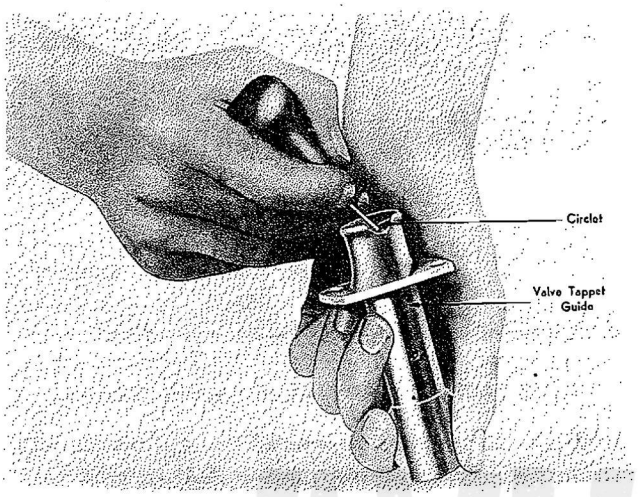

Figure 85—Removing Valve Tappet Retaining Circlet
b. Remove the valve tappet circlet from each assembly by inserting the hooked end of the valve tappet circlet removing tool (Tool No. 800087) under the circlet, and pulling out the circlets. Refer to Figure 85. Do not attempt to remove the circlets by any other means. Discard the circlets. Push the floating pin out